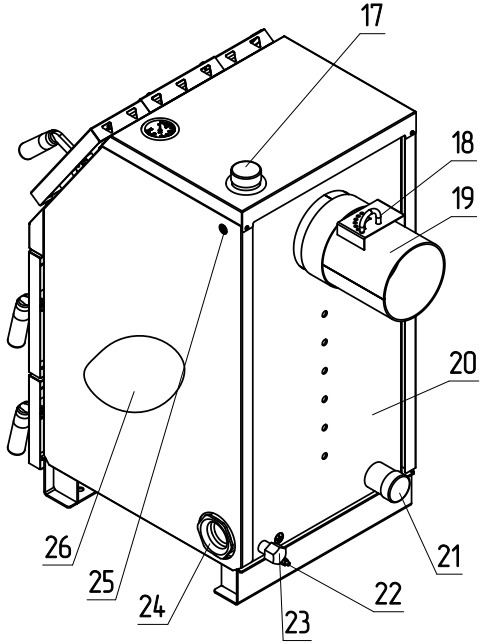

Рис.1 Конструкция отопительного котла
5.1. Котел (рис. 1) состоит из корпуса (поз. 20), топки (поз. 3), теплообменника (поз. 1), дымохода (поз. 19). В нижней части топки находится водоохлаждаемый колосник (поз. 4) и зольный ящик (поз. 5). К передней стенке корпуса котла на осях присоединяются шуровочная дверца (поз. 13), поддувальная дверца (поз. 16), через которые производится растопка котла, чистка колосниковой решетки (поз. 4) и удаление золы из зольника. В поддувальной дверце котла встроена заслонка подачи первичного воздуха (поз. 15) для регулировки поднятия заслонки применяется ручка (поз. 14). К наклонной части котла на оси присоединяется загрузочная дверца (поз. 12), через которую осуществляется загрузка топлива и чистка теплообменника (поз. 1). Для чистки теплообменника необходимо открыть загрузочную дверцу (поз. 12) и убрать заслонку для чистки теплообменника (поз. 27). Заслонка для чистки теплообменника крепится на петлях, размещенных на корпусе котла (поз. 9). Чтобы снять заслонку необходимо привести ее в горизонтальное положение, потянув за нижнюю часть заслонки, после подать заслонку верх и потянуть на себя. Чистка теплообменника осуществляется стальным ершиком.
Внимание! Не допускается эксплуатация котла, без установленной заслонки (рис. 1 поз. 27) и зольного ящика (рис. 1 поз. 5). Эксплуатация котла без установленной заслонки и зольного ящика приводит к прогоранию и деформации водонеохлаждаемых поверхностей котла и лакокрасочного покрытия. Котел не выходит на номинальную мощность. В случаи нарушений условий эксплуатации котла, рекламации не принимаются.